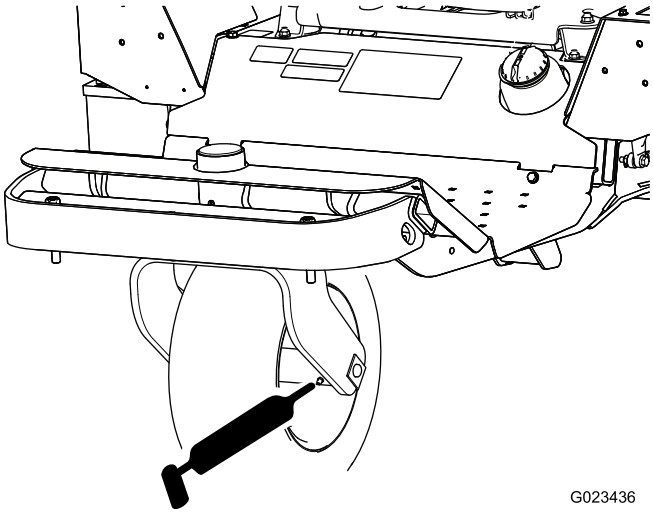

Figur 35
- Forreste hjulleje (1) – Figur 35